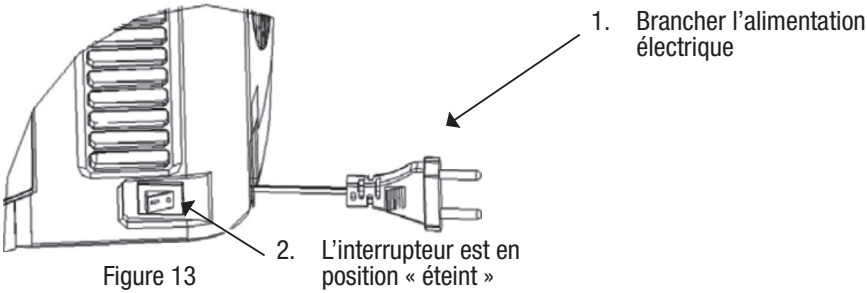

Figure 13
3. Allumez la tireuse à bière en plaçant l'interrupteur sur la position « I » (appareil éteint sur la position « 0 »). Voir la figure 13.